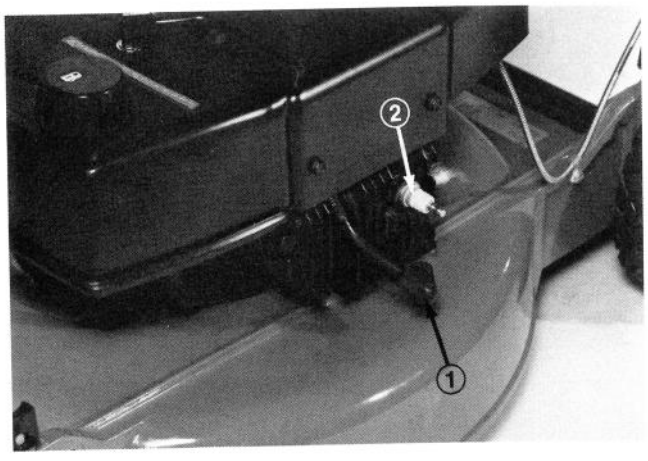

Bild 21
**Aldrig justera eller servis klipparen under det att motorn går. Drag bort högspänningsledningen från tändstiftet (Bild 21).**